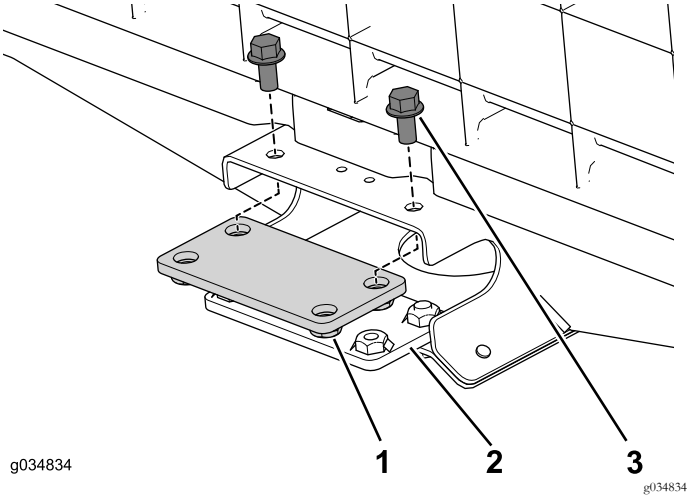

Figur 21
1. Montera de övre och nedre anslutningsplattorna löst på den främre delens mittkanal med de fyra flänsskruvarna (3/8 x 3/4 tum) (Figur 21).